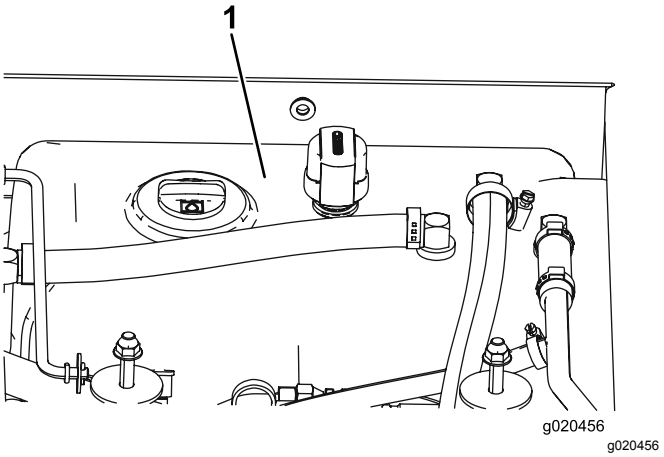

Figur 98
3. Fyld beholderen (Figur 98) med hydraulikvæske. Se Kontrol af hydraulikvæsken (side 29).